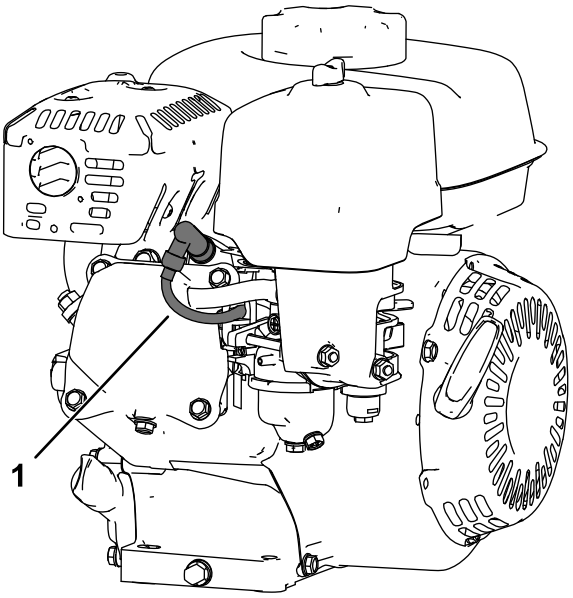

Figur 13
5. Koble fra tennpluggledningen (Figur 13).